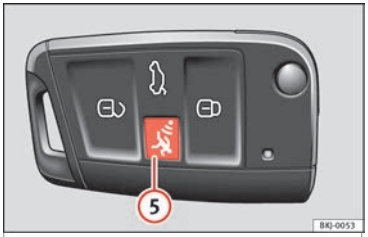

Fig. 136 Vehicle key with alarm button.
Only press alarm button in the event of an emergency ››› Fig. 136 ⑤! When the alarm button is pressed, the vehicle horn is heard and the turn signals are switched on for a short time. When the alarm button is pressed again, the alarm is switched off.